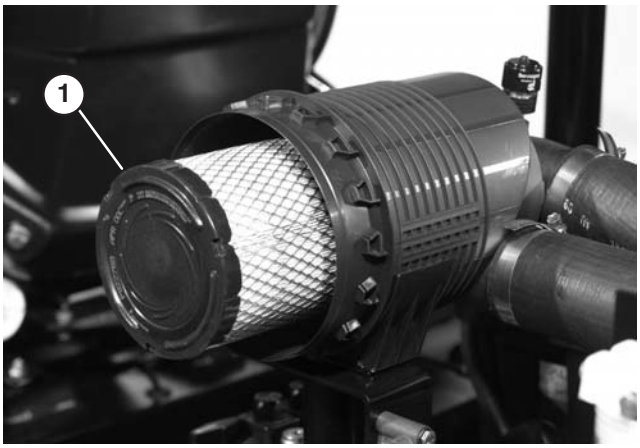
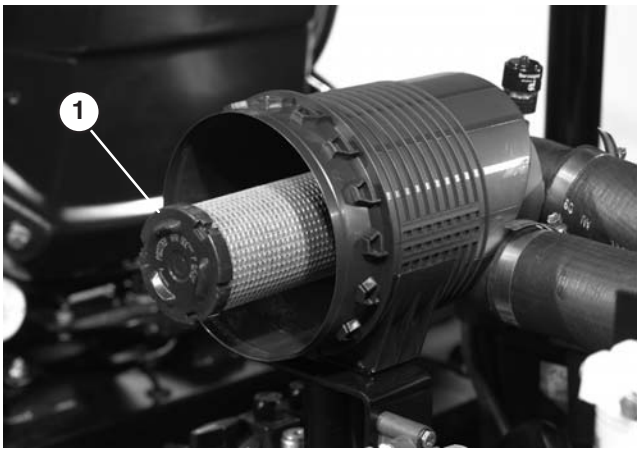

Bild 45
Bild 46
2. Schieben Sie den Hauptfilter vorsichtig aus dem Körper (Bild 45) heraus, um das Losrütteln von Staub zu minimieren. Vermeiden Sie ein Anstoßen des Filters am Filterkörper. **Entfernen Sie den Sicherheitsfilter nicht (Bild 46).**